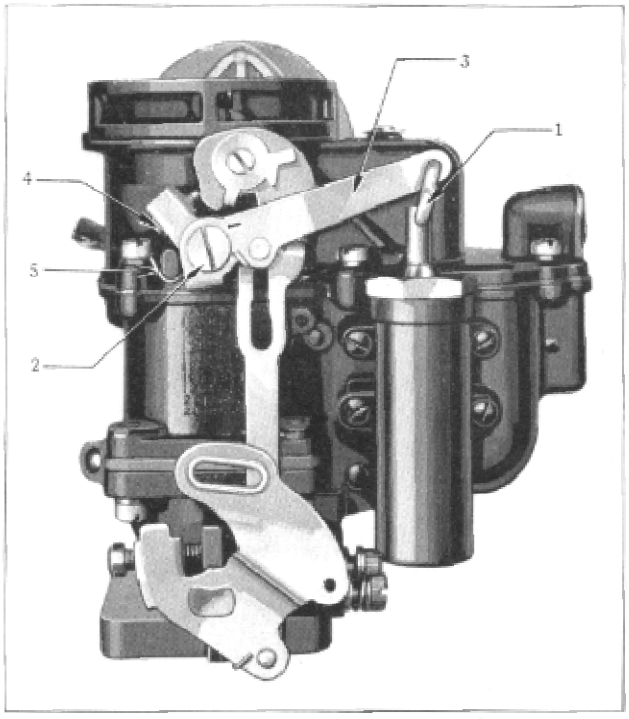
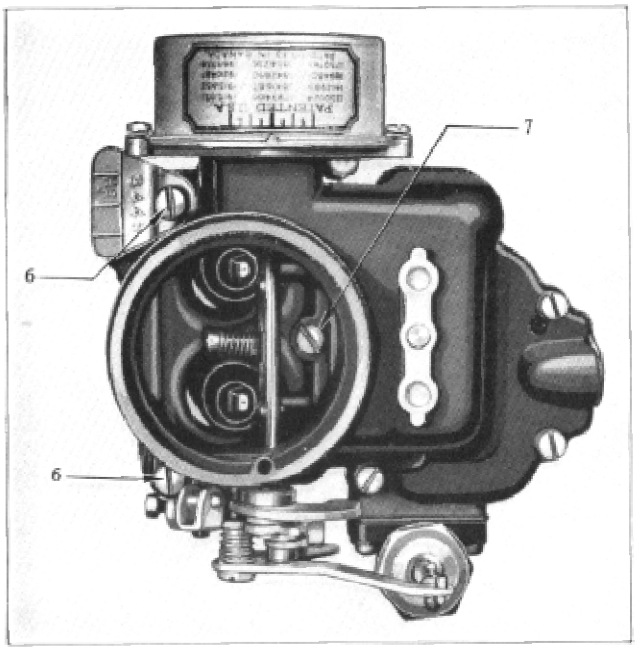

Figure 7
Figure 8
(1) Remove pin spring and dash pot connector link (1), Figure 7.
(2) Remove dash pot arm attaching screw (2) and dash pot arm (3), pin and high idle screw (4) assembly and dash pot arm spring (5).
(3) Remove two air horn attaching screws (6) and lock washers on outside and one blank disc check plug or relief check assembly (7) under choker valve on inside of air horn. (Figure 8.) Remove air horn and climatic control assembly. (See Climatic Control Service Instructions to service this unit.)